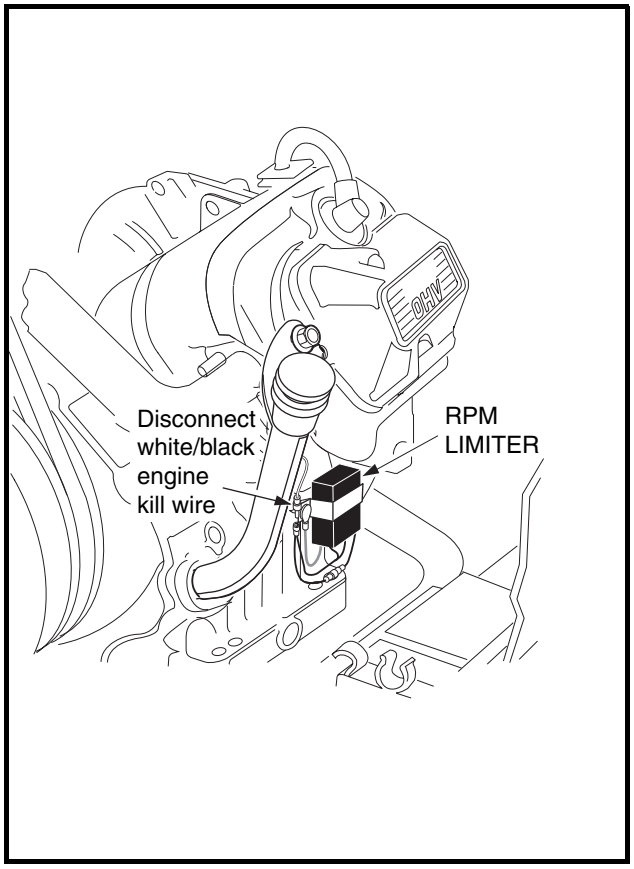

Figure 11-24 White/Black Engine Kill Wire
2. Disconnect the engine kill white/black wire at the bullet connector located next to the RPM limiter **(Figure 11-24, Page 11-27)**.
2. Disconnect white/black wire bullet connector located at the engine RPM limiter **(Figure 11-24, Page 11-27)**.